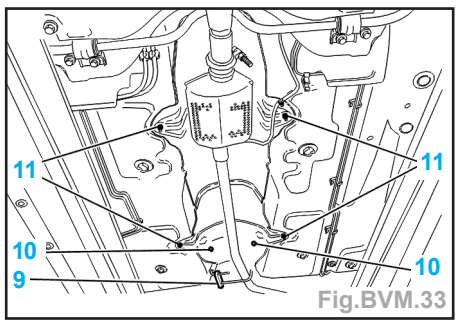

Fig.BVM.33
- Déposer (Fig.BVM.33) :
- la bride d'échappement (9),
- les vis (10),
- les écrous (11),